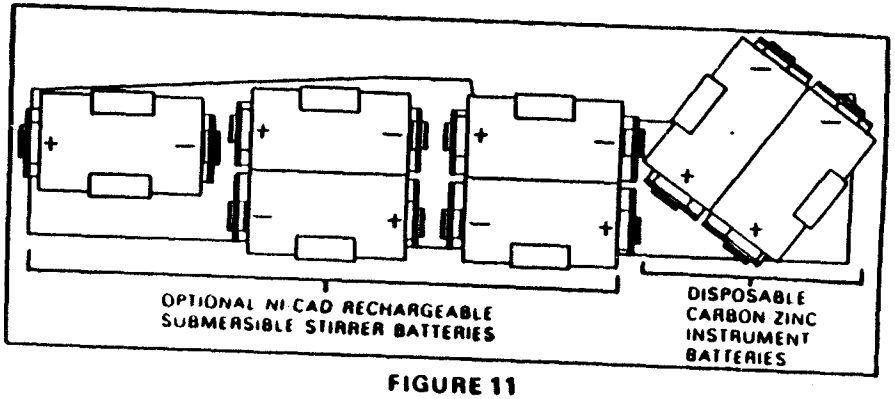

FIGURE 11
T. ..nstrument batteries are two "C" size carbon-zinc cells located inside the instrument on the meter end. These should be replaced when the RED LINE knob is at its extreme adjustment or at least annually. The amount of remaining adjustment is an indication of the battery condition. The batteries are replaced by removing the screws on the rear cover of the instrument and removing the two batteries at the end of the instrument near the meter. When installing the new batteries the plus (+) end fits into the red washer on the battery holder. (See Figure 11.)